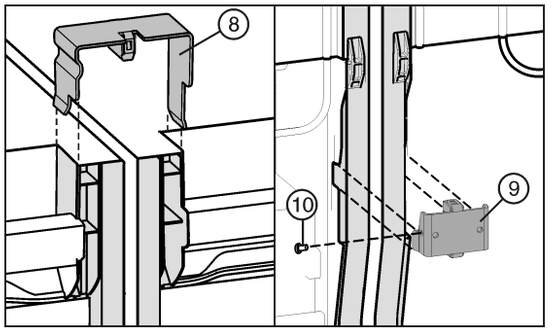

*Fig. 25*
- ▶ Enficher la pince de jonction *Fig. 25 (8)* en haut sur les parois latérales du milieu.
- ▶ Mettre en place le coude de jonction *Fig. 25 (9)* en bas dans l'évidement approprié.
- ▶ Si le coude de jonction est un peu branlant, visser la vis *Fig. 25 (10)*.